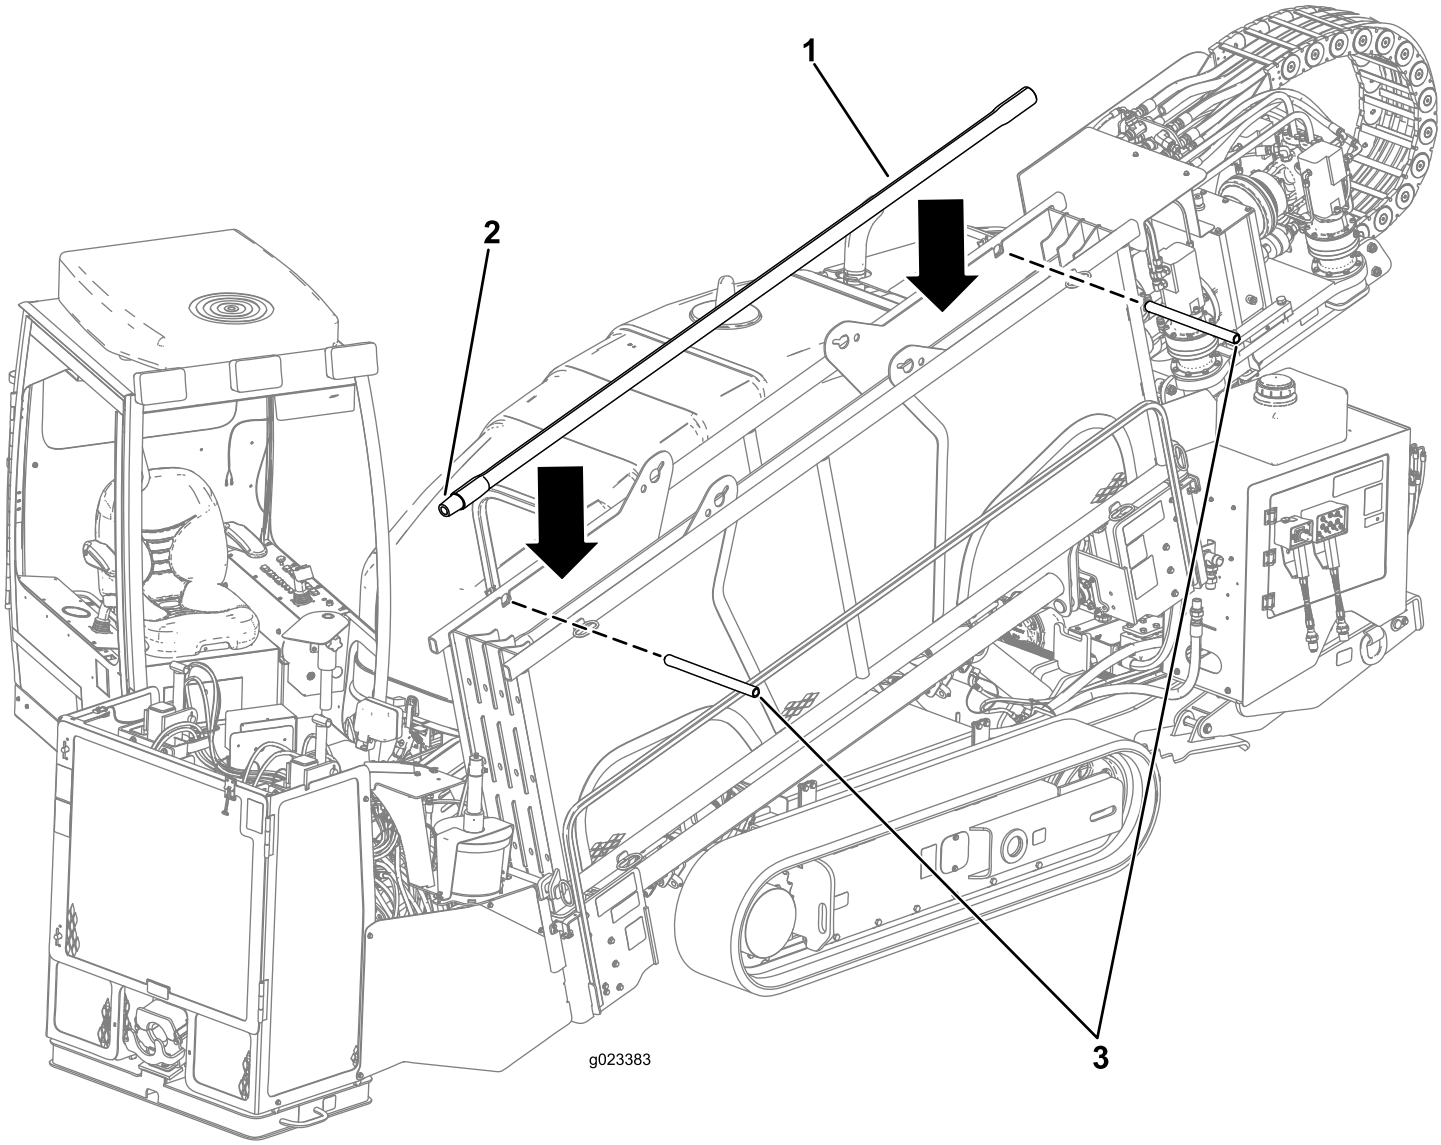

Figure 65
1. Retirez les axes de chape du porte-tiges (Figure 65).
2. Insérez les tiges par le haut en dirigeant l'extrémité filetée mâle des tiges vers l'avant de la machine (Figure 65).